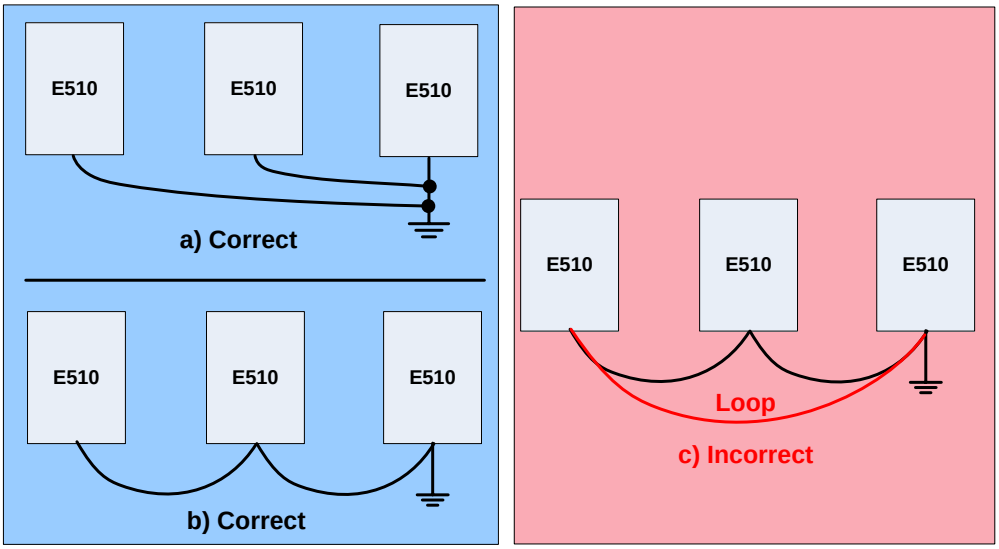

Fig. 3.11.1 Inverter Grounding
1. Connect the ground terminal (E) to ground having a resistance of less than 100Ω.
4. When using more than one inverter, be careful not to loop the ground wire, as shown below in Fig. 3.11.1.